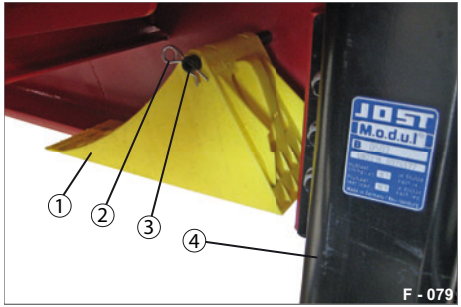

Abb. 105 Unterlegkeil auf Haltebolzen
▶ Ziehen Sie den Federstecker (Abb. 105/2) heraus.
▶ Nehmen Sie den Unterlegkeil (Abb. 105/1) heraus.
▶ Stecken Sie den Unterlegkeil auf den Haltebolzen (Abb. 105/3).
▶ Sichern Sie den Unterlegkeil mit dem Federstecker (Abb. 105/2).